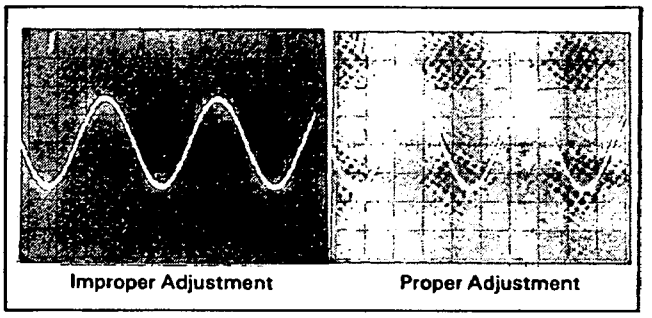

**Figure 5-7. Oscillator Output Adjustment.**
g. Adjust A2R113 (T.O. MIXER BALANCE) for the cleanest signal. See Figure 5-7.